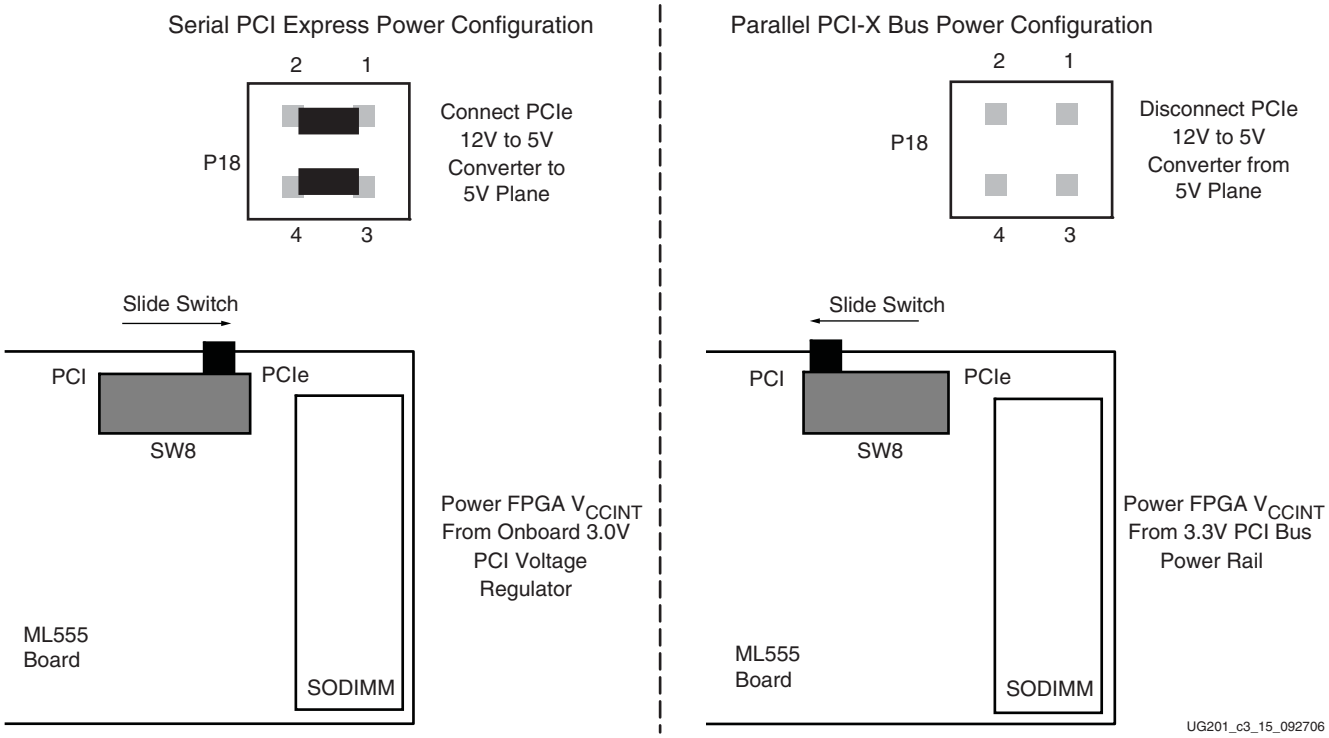

Figure 3-16: **ML555 Power Configuration**
Figure 3-16 shows the jumper settings on SW8 and P18 for Serial PCI Express and Parallel PCI-X Bus power configurations.
2. For PCI and PCI-X design applications, position switch SW8 (Figure 3-16, page 78) to power the GTP transceiver analog supplies and FPGA V_{CCINT} from the 3.3V input voltage of the PCI connector. Remove shunts on header P18 before applying power to the ML555 board.
3. For PCI Express design applications, position switch SW8 (Figure 3-16, page 78) to power FPGA V_{CCINT} from the 3.0V regulator U14 output. GTP transceiver analog supplies are powered from the 3.3V input voltage of the PCI Express connector. Install two shunts on connector P18 (P18-1 to P18-2 and P18-3 to P18-4) to connect VR1 5V output to power the onboard regulators.